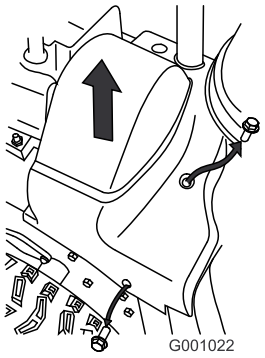

Figur 37
2. Løft remskærmens højre side op (Figur 37).